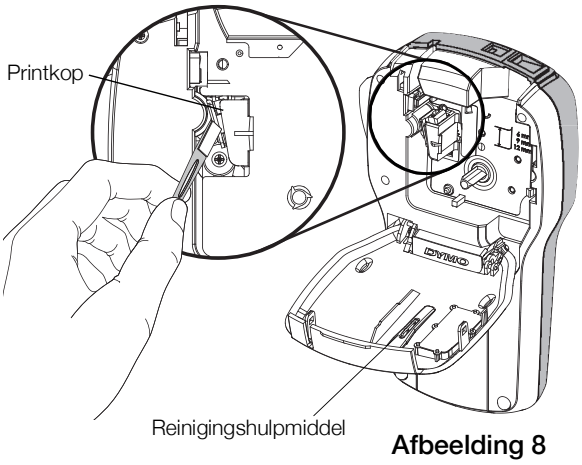

Afbeelding 8
2. Pak het reinigingshulpmiddel uit de binnenzijde van het deksel. Zie Afbeelding 8.
3. Veeg met de beklede kant van het hulpmiddel voorzichtig de printkop schoon. Zie Afbeelding 8.